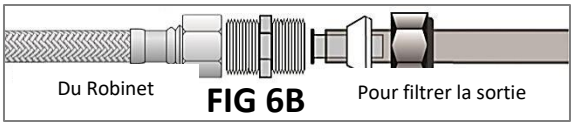

FIG 6B
17. Si votre robinet a été raccordé à la valve d'alimentation avec un tuyau tressé en acier, connectez le tuyau au tube de sortie à l'aide du raccord 3/8 po comme indiqué sur la figure 6B.